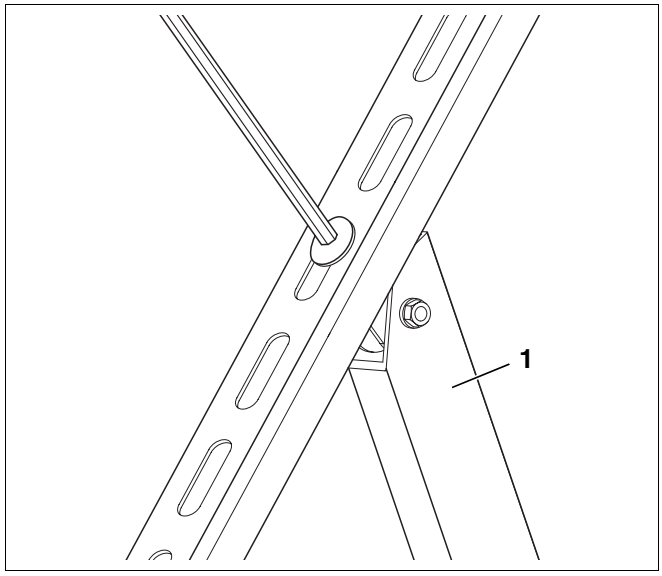
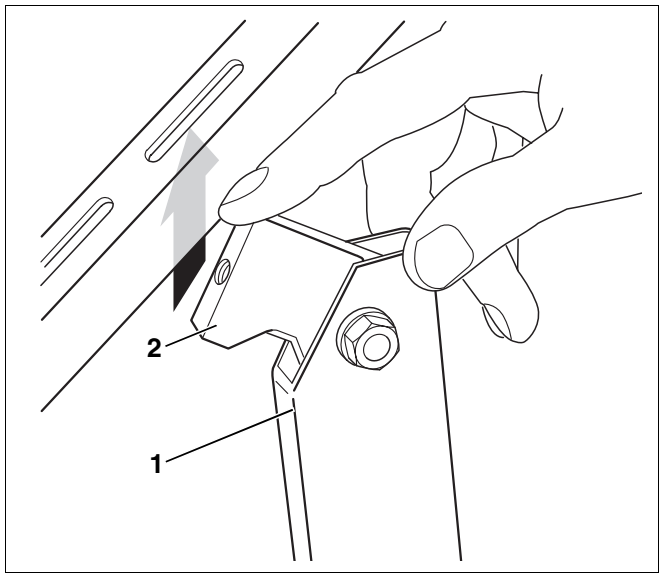

Afb. 19 Steunen van de collectorsteun afschroeven
Afb. 20 Steunen in de nieuwe positie van de lange bevestigingsopening plaatsen
- Demonteer de steunen (afb. 19, **pos. 1**) met het bovenste stuk (afb. 20, **pos. 2**) met behulp van de schroeven met bolle kop van de collectorsteun.
- Plaats de steunen (afb. 20, **pos. 1**) in de nieuwe positie van de lange bevestigingsopening.